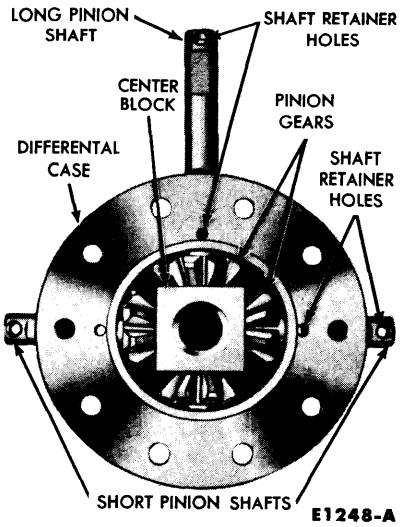

FIG. 23—Four-Pinion Differential
3. With a brass drift, drive out the long pinion shaft. Drive from the end opposite the retainer hole (Fig. 23).
2. Install the four thrust washers, and place the pinion gears on the side gear. Align the washers and pinion gears with the pinion shaft holes in the case (Fig. 23).
4. With a brass drift, drive in the two short pinion shafts from the outside of the case (Fig. 23). **Be sure to align the shaft retainer holes as each shaft is being driven into place.**